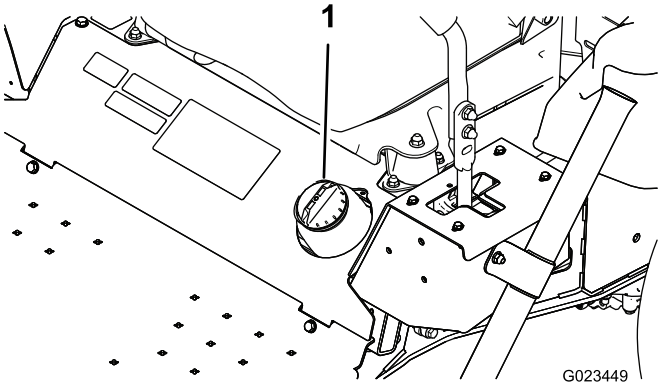

Figur 17
1. Rengør området omkring brændstoftankens dæksel (Figur 17).